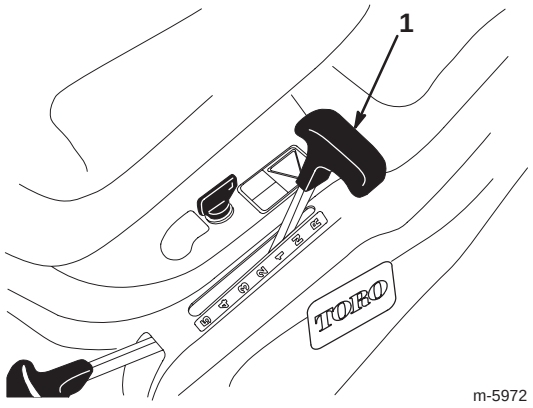

Bild 6
3. Stellen Sie den Fahrantriebshebel auf Neutral (N) (Bild 6).